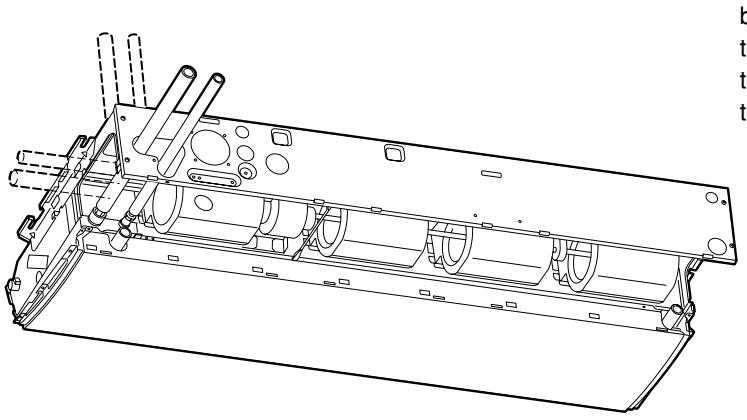

**Fig. 3-51**
* If the drain hose is routed through the left side, refer to Fig. 3-51, and follow the procedure above to install the hose. Rettach the rubber stopper removed earlier onto the right side. The rubber stopper can be inserted easily by using a screwdriver or similar tool to press the stopper into the drain port on the main unit. Press the stopper into the main unit drain port as far as it will go.